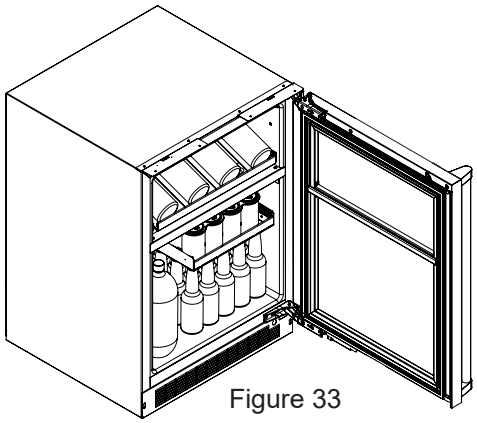

Figure 33
(2) glide out wine convertible glass shelf (See Figure 33).